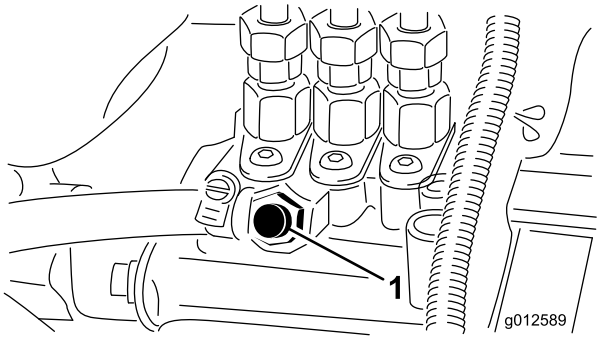

Figuur 31
3. Draai de ontluchtschroef op de brandstofinjectiepomp open (Figuur 31).